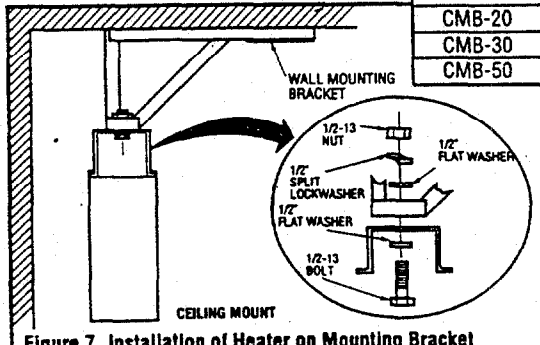

Figure 7. Installation of Heater on Mounting Bracket
5. Bolt the unit mounting bracket to the wall mounting bracket using one 1/2-13 pivot bolt, two flat washers, one split lockwasher, and one 1/2-13 nut. (See Figure 7).
5. Refer to wiring diagram, Figure 6, for wiring procedure on 3KW and 5KW (208V, 240V and 277V only). Refer to wiring diagram, Figure 7, for wiring procedure on all other heaters.